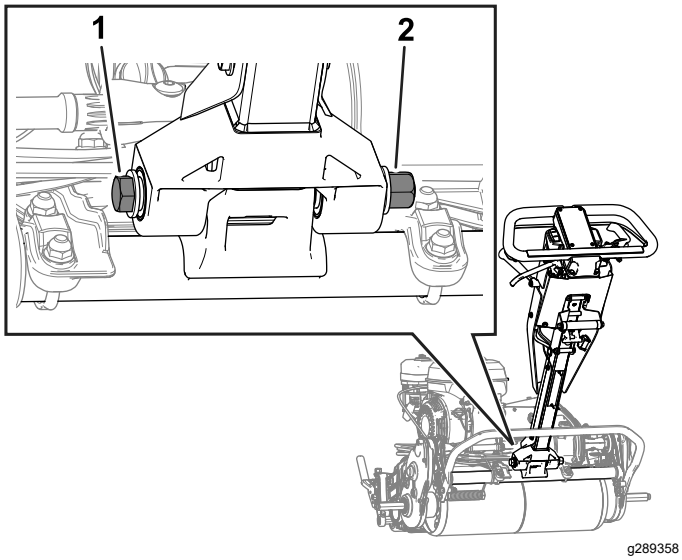

Rysunek 43
2. Poluzuj śrubę i nakrętkę, jak pokazano na Rysunek 43.